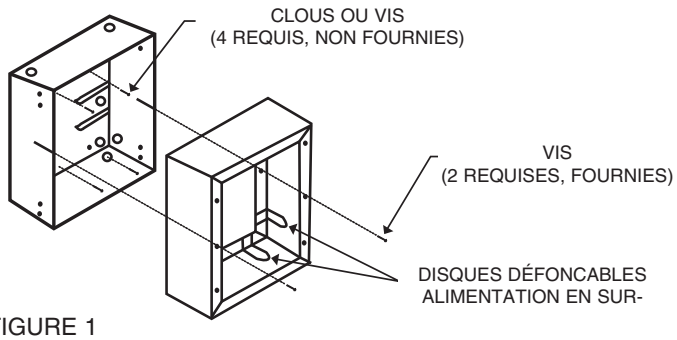

FIGURE 1
2. Si le câble d'alimentation est dans le mur, percer le disque défoncable situé sur la paroi arrière du boîtier et installer le collier de câble d'au moins 8 po (203 mm) dans le boîtier. Utiliser les quatre (4) trous du boîtier pour fixer le boîtier à la structure du bâtiment. (Voir la Figure 1).
3. Si le câble d'alimentation est en surface (p.ex., dans un conduit, dans des chemins de câbles en surface, etc.) percer le disque défoncable du boîtier qui correspond à l'emplacment du câble d'alimentation. Installer un connecteur adéquat (système en surface) et fixer le boîtier au mur par les quatre (4) trous de la paroi arrière en laissant une longueur de câble d'au moins 8 po (203 mm) dans le boîtier.
Note: Aux fins d'alignement avec les disques défoncables du cadre de montage en surface, utiliser les disques défoncables situés dans le coin adjacent au disque de la paroi arrière du boîtier (Voir la Figure 1).
4. Si l'appareil est alimenté par un système en surface, percer le disque du trou de passage du cadre de montage en surface de facon que le cadre glisse sur l'alimentation (Voir la Figure 1).